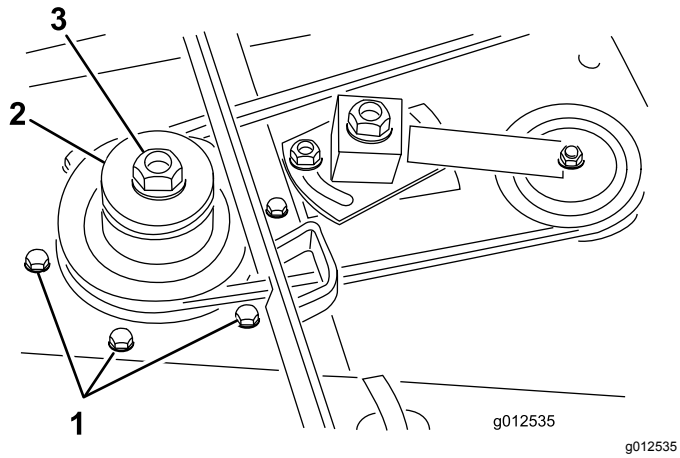

Figura 5
4. Rimuovete i sei bulloni a testa tonda e i dadi flangiati che fissano il gruppo dell'alloggiamento del mandrino all'elemento di taglio (Figura 5). Estraete il gruppo dell'alloggiamento del mandrino dalla parte inferiore dell'elemento di taglio.